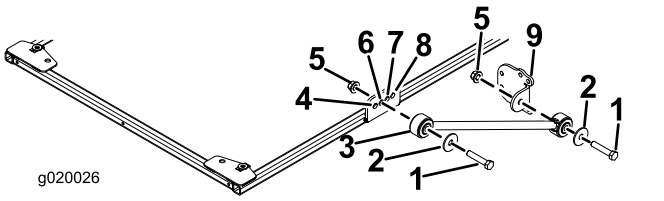

Figura 14
7. Em cada lado da estrutura do toldo, monte sem apertar completamente uma cinta no segundo furo do suporte de cinta usando um parafuso (½ pol. x 2½ pol.), anilha (½ pol.) e porca flangeada (½ pol.), como se mostra na Figura 14.
8. Instale sem apertar completamente um suporte de cinta em cada cinta usando um parafuso (½ pol. x 2½ pol.), anilha (½ pol.) e uma porca flangeada (½ pol.), como se mostra na Figura 14.